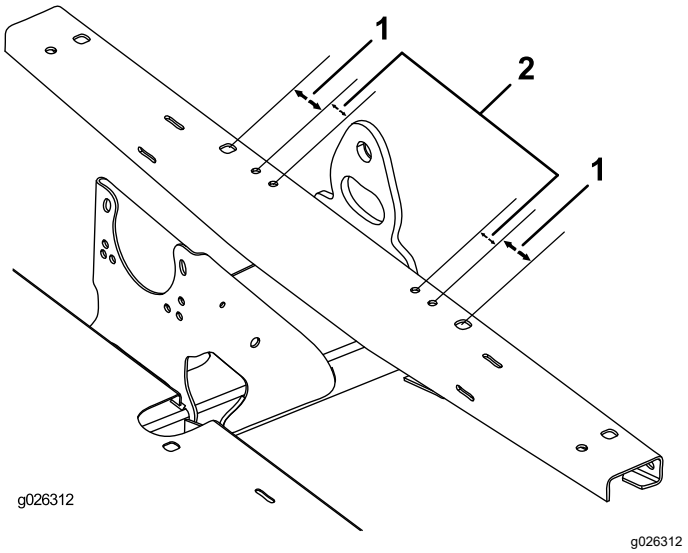

**Figura 8**
3. Servendovi delle dimensioni illustrate in Figura 8, individuate, contrassegnate e praticate 4 fori (9,5 mm) nella parte superiore del profilato del telaio.